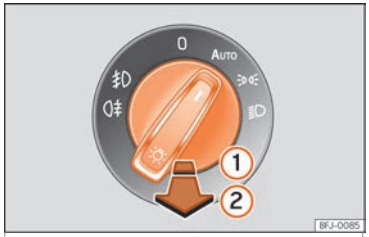

Fig. 108 Dash panel: lights control.
- **Turning on the front fog lights*** ≋: pull the light switch out to its first click position ››› Fig. 108 (1), from positions ≋, ≋ or **AUTO**.
- **Turning on the rear fog light** ≋: pull the light switch fully out (2) from position ≋, ≋ or **AUTO**.